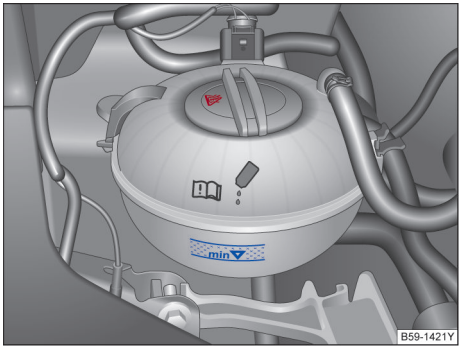

图 228 冷却液补偿容器上的液位标记
– 发动机处于冷态时检查冷却液液位是否处在膨胀罐侧面的标记范围内→图 228。